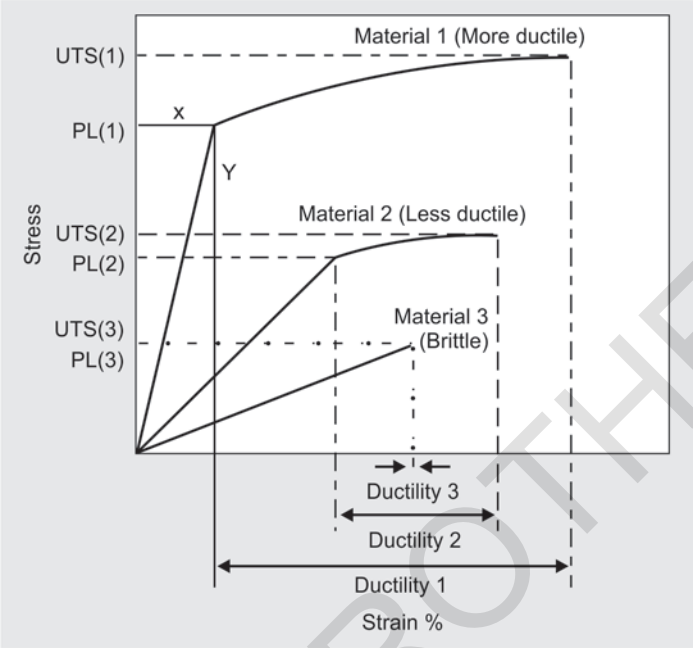

Fig. 1: Stress-strain plots of materials that exhibit different mechanical properties
- Stress-strain curves for two hypothetical materials of different composition are shown as stress-strain curve **(Fig. 1)**